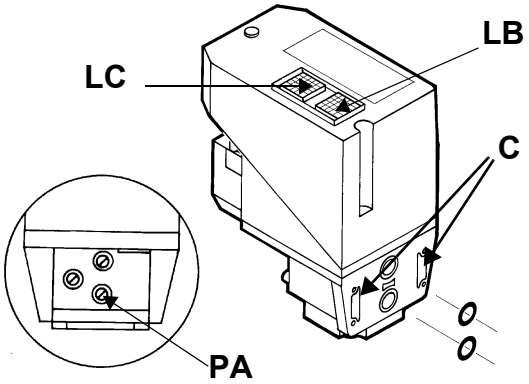
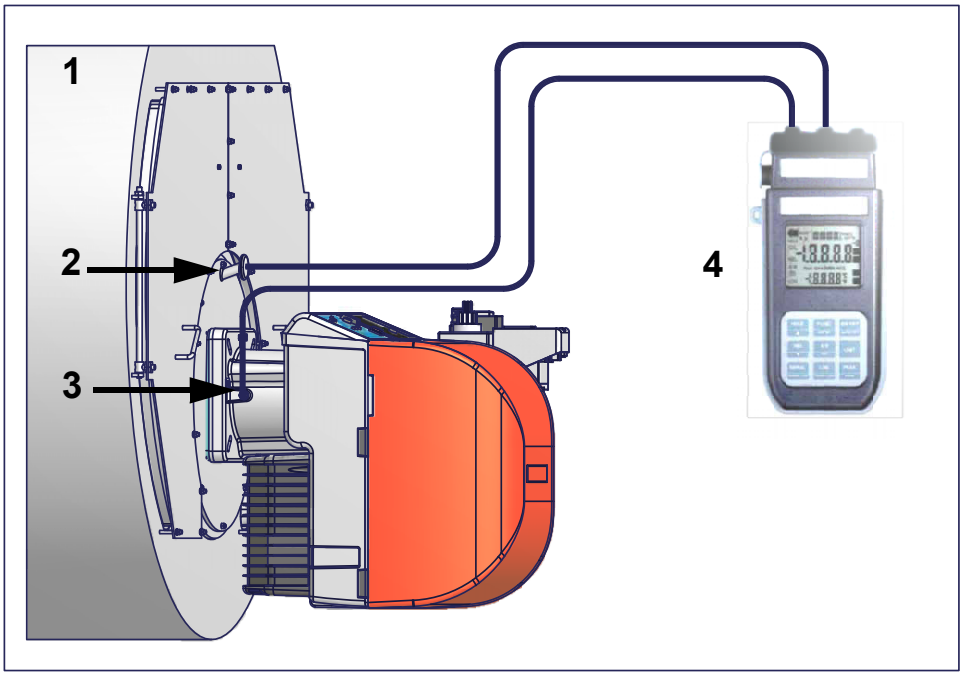

Рис. 8
Рис. 11
2). снять крепежные винты группы Multibloc (Рис. 11-A)
3). вставить уплотнительные кольца (10,5x2,25) в VPS 504 (Рис. 8-B, Рис. 11-B)
4). закрутить 4 винта блока контроля герметичности (M4x16) Рис. 11-C.
Кривые давления газа в голове сгорания горелки, в зависимости от расхода газа, действительны только в том случае, если горелка правильно отрегулирована (процентное содержание остаточного O2 в уходящих газах - как в таблице "Рекомендуемые параметры выбросов", а CO - в пределах нормы). На этой фазе голова сгорания, дроссельный клапан и сервопривод находятся в максимально открытом положении. Смотрите Рис. 11, на котором изображено, как правильно измерить давление газа, принимая во внимание значения давления в камере сгорания, снятые с манометра или пользуясь техническими характеристиками котла/утилизатора.